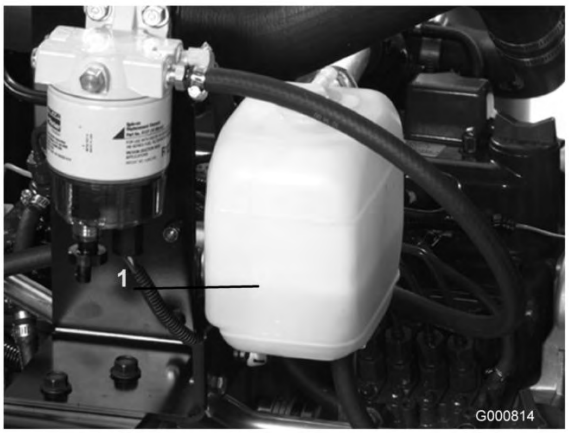

Bild 19
1. Schrauben Sie den Kühlerdeckel und den Deckel vom Ausdehnungsgefäß vorsichtig ab (Bild 19).
2. Prüfen Sie den Stand des Kühlmittels im Kühler und im Ausdehnungsgefäß (Bild 19).